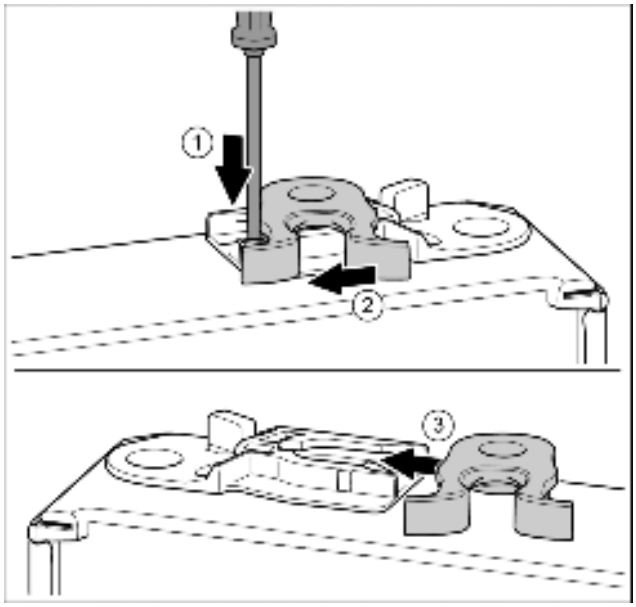

Fig. 17
- ▶ Push the tab downwards with a slotted screwdriver. *Fig. 17 (1)*
- ▶ Pull the door latch out of the guide. *Fig. 17 (2)*
- ▶ Push the door latch into the guide on the other side. *Fig. 17 (3)*